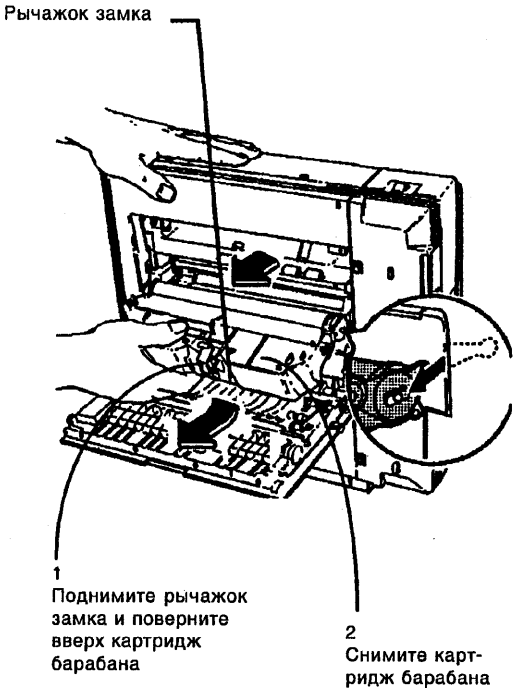

Рисунок 2. Снятие картриджа барабана.
3. (рис.2) Поднимите защелку, чтобы освободить картридж барабана и достать его из аппарата.